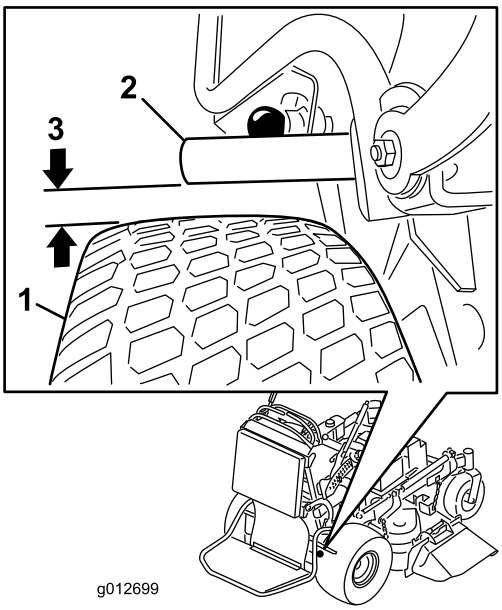

Bild 61
4. Messen Sie bei gelöster Bremse den Abstand zwischen der Bremsstange und dem Reifen. Der Abstand muss zwischen 5 und 8 mm liegen (Bild 61). Siehe Einstellen der Feststellbremse“, wenn eine Einstellung erforderlich ist.
5. Stellen Sie das Joch ein. Der Abstand zwischen der Bremsstange und dem Reifen muss zwischen 5 und 8 mm liegen. Drehen Sie das Joch nach oben, um den Bremswiderstand zu erhöhen. Drehen Sie das Joch nach unten, um den Bremswiderstand zu verringern (Bild 61).